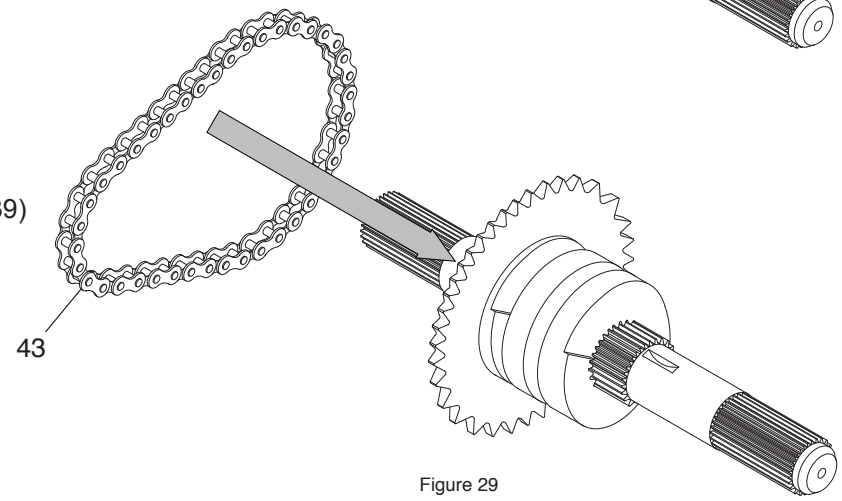

Figure 29
Assemble the chain #F4117232 (item 43) and install it on the chain sprocket (item 39) as shown in figures 29 and 30.